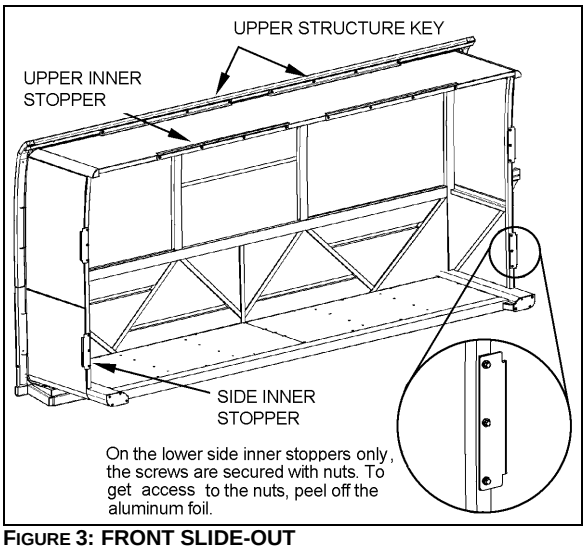
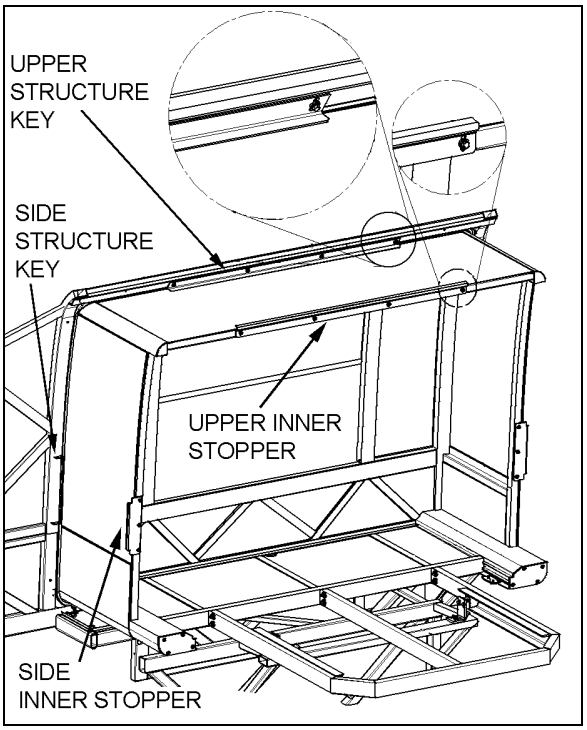

**FIGURE 3: FRONT SLIDE-OUT**
**FIGURE 4: REAR SLIDE-OUT**
The front slide-out is equipped with six inner stoppers laid out in the following way: two stoppers on the top horizontal member of the slide-out, and two stoppers on each vertical upright, while the rear slide-out is equipped with only three stoppers (Figure 3 & Figure 4). The upper inner stoppers are used to provide a support to position perpendicularly the slide-out with the vehicle structure.
The side inner stoppers are used to block the extension of the slide-out. They act as ultimate physical limits but take note that when the “out limit” sensors are properly adjusted, the slide-out extension stops before the side inner stoppers reach the side structure keys (Figure 3 & Figure 4).
2. Adjust the upper structure key and the upper inner stoppers according to FIGURE 4 with the seal deflated. When inflating, the seal presses the roof structure upward and at that moment, the upper inner stopper comes into contact with the upper structure key